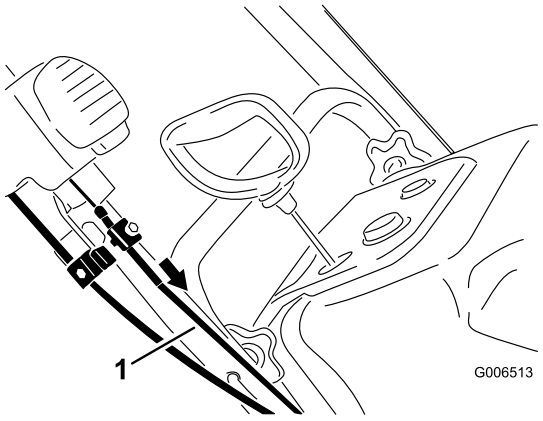

Figur 42
5. Dra det övre vajerhöljet framåt tills vajern spänns och dra åt skruven på den övre vajerklämman ordentligt (Figur 42).